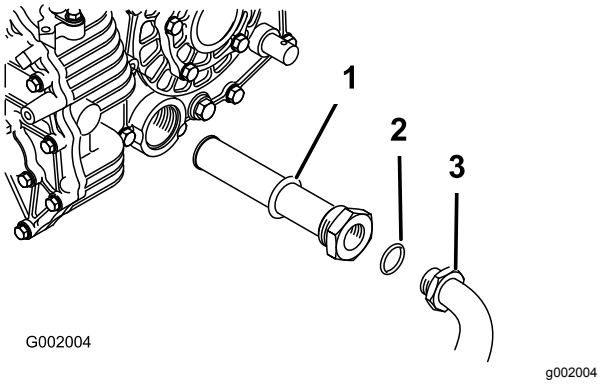

Figur 54
5. Fjern den hydrauliske slangen og 90°-vinkelrøret (Figur 54).